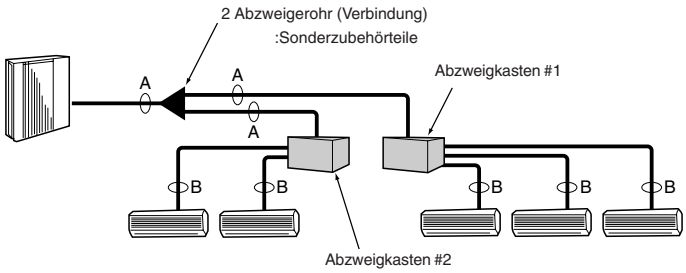

Fig. 5-2
5.4. Wahl der Rohrgröße (Fig. 5-2)